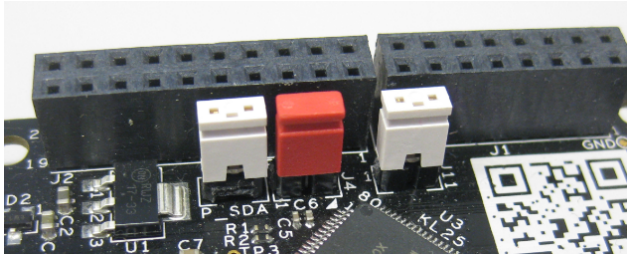

Figure 39: Headers with Jumpers on FRDM Board
2. Solder the headers on the board and put jumpers on it (Figure 39).